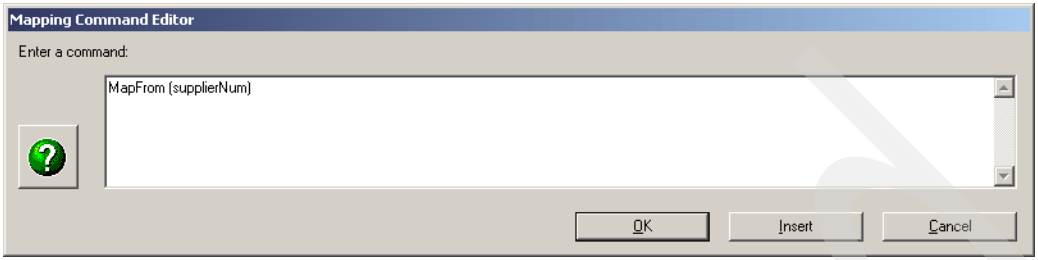

Figure 15-40 Mapping Command Editor
16. Select **supplierNum** from the local variables column in the Variables window and drag it over the expression value in the Mapping Command Editor (Figure 15-40).